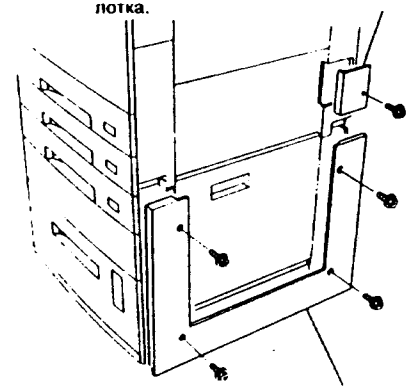

Рис. 2 Правая крышка TM
4. Лотки 1/2 ... (Рис. 2): Снимите крышку полости для дополнительного устройства.